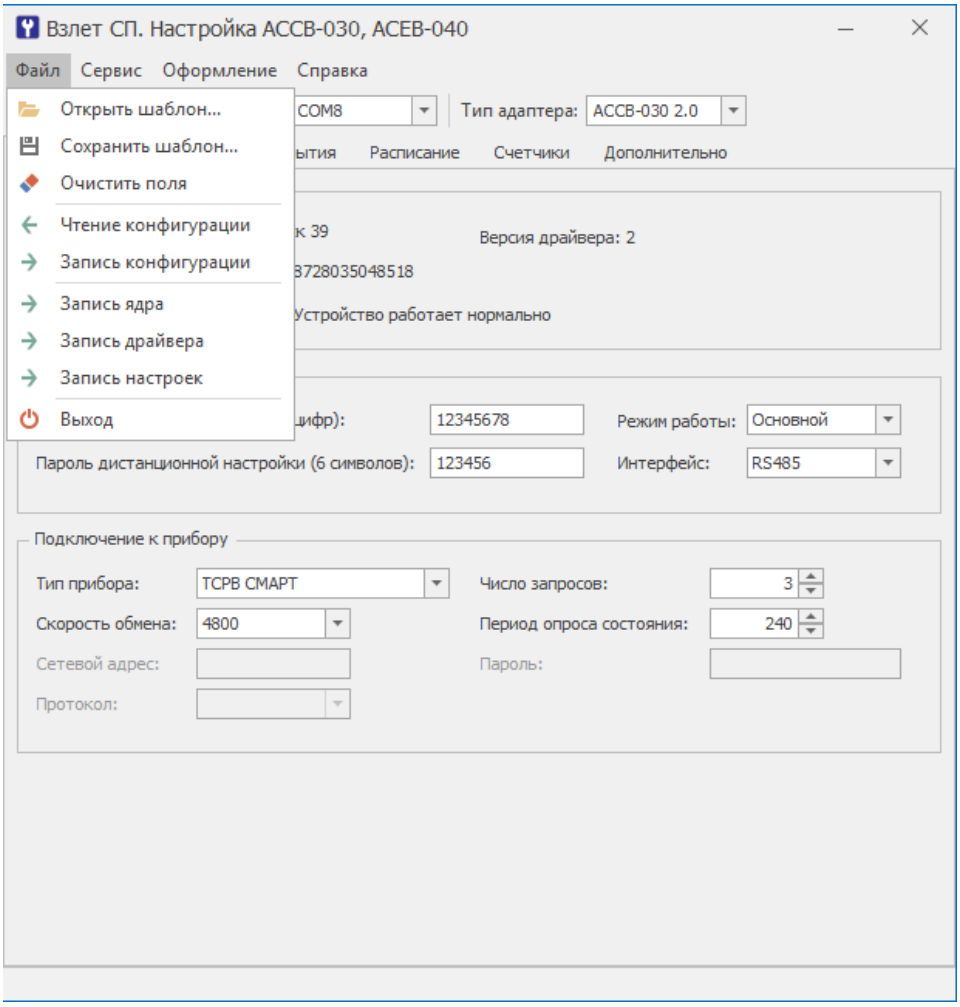

Рис.15. Меню «Файл» программы «Взлет СП. Настройка АССВ-030, АСЕВ-040».
2. В меню **Файл** (рис.15) выбрать пункт **Очистить поля** .